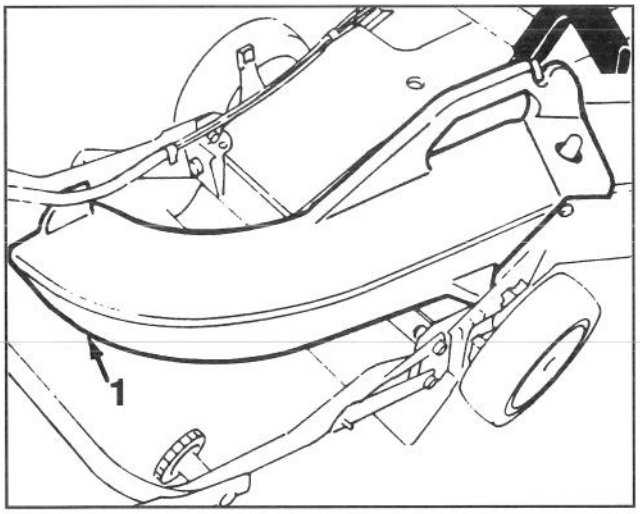

Figure 31
1. Kit di scarico laterale, Modello No. 59110 – Si installa in pochi secondi sul retro, al posto del sacco di raccolta. Disperde l'erba tagliata mentre la sminuzza su entrambi i lati (Fig. 31).